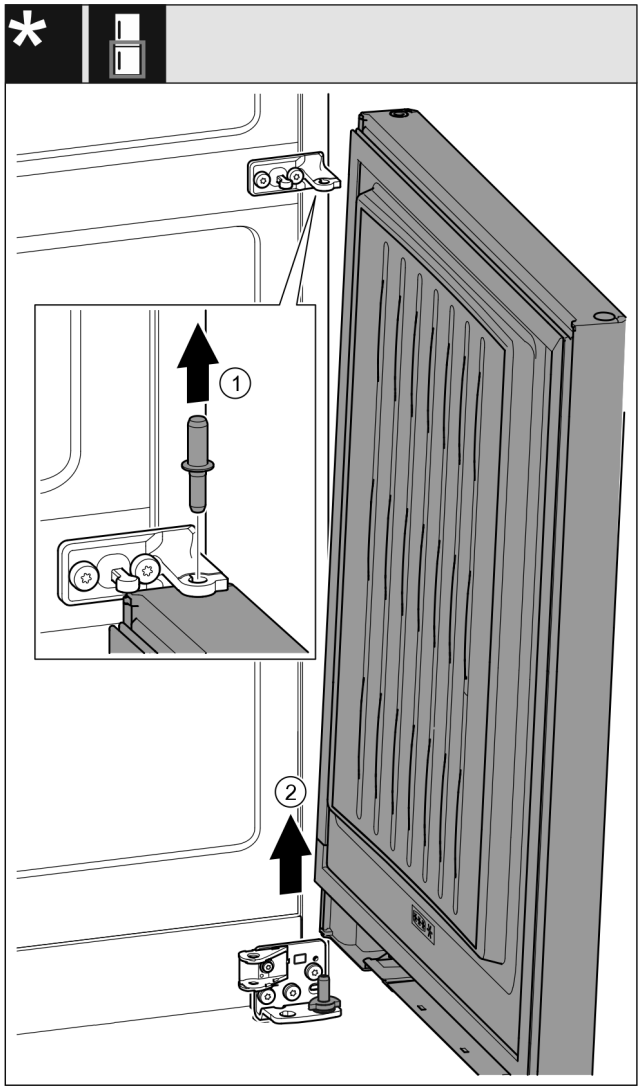

Fig. 22 Met sluitdemper*
▶ Bouten *Fig. 22 (1)* naar boven toe eruit trekken.*
▶ Deur *Fig. 22 (2)* eruit draaien, naar boven trekken en opzij leggen.*